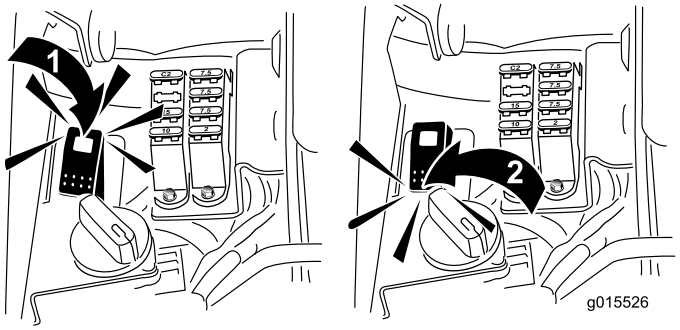

**Figur 53**
5. Vrid slipningsbrytaren till bakåtläget (R) (Figur 53).